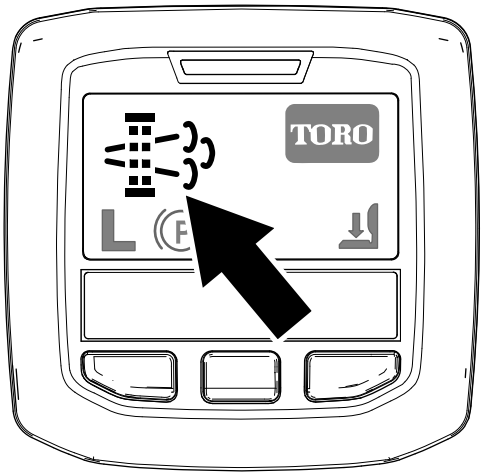

Figur 41
- Symbolen för begäran om parkerad regenerering visas i InfoCenter (Figur 41).